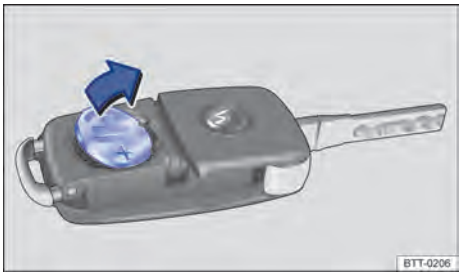

Fig. 25 Chave do veículo: remover a bateria.
- Remover a bateria do alojamento da bateria com uma ferramenta adequada ⇒ Fig. 25.
- Posicionar a nova bateria conforme indicado ⇒ Fig. 25 e pressionar no sentido contrário ao da seta para dentro de alojamento da bateria ⇒ ⓘ.